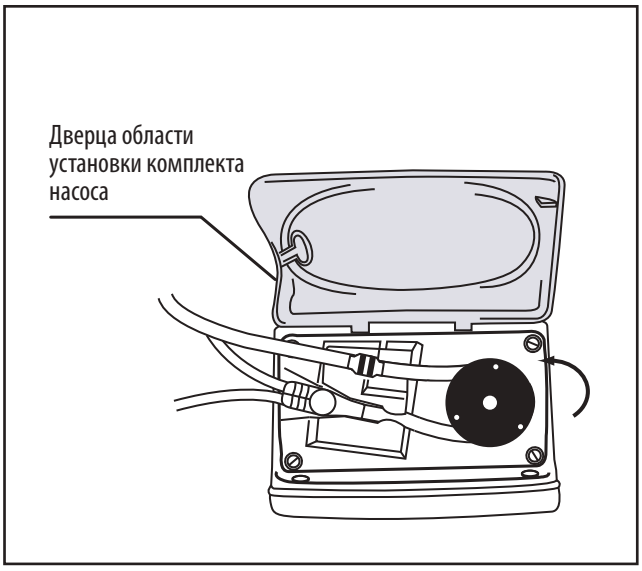

Рисунок 6B
3. Захватите удерживающий конец MISTIC (черное удерживающее кольцо) и оберните магистраль вокруг ротора против часовой стрелки. **Не растягивайте силиконовую магистраль (рис. 6B).**
4. Осторожно потяните удерживающий конец MISTIC влево и вверх, чтобы он оказался над углублением слева, затем разместите его в углублении. Нажмите и отпустите удерживатель, чтобы убедиться в его надежной фиксации (рис. 6B).